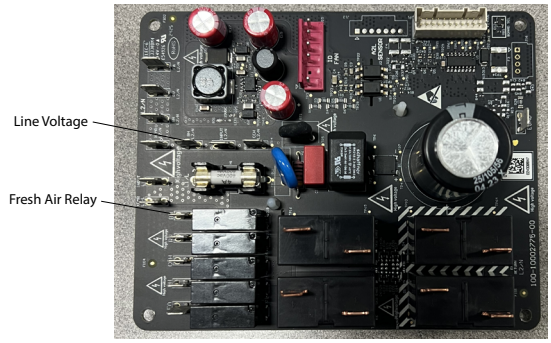

Figure 445 (Relay PCB)
Line Voltage will be supplied to the fresh air fan(s) and fresh air dampener motor(s) via the Relay PCB (Variable board). See figures 445 and 446. 265v units with a double freshair box configuration may have an additional relay installed. See figure 401.
1. Check for line voltage across the line voltage terminal and relay terminal of the Relay PCB. See Figure 445.